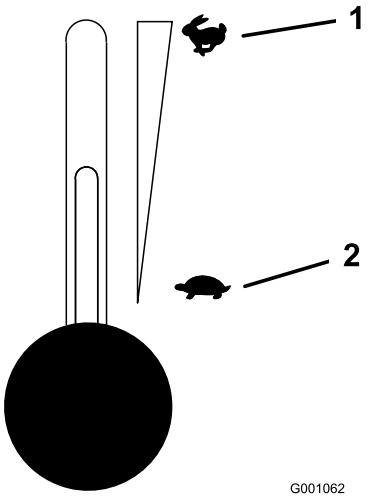

Figuur 15
5. Zet de gashendel in de middelste stand (Figuur 15).
2. Zet de gashendel halverwege tussen Langzaam en Snel (Figuur 15).